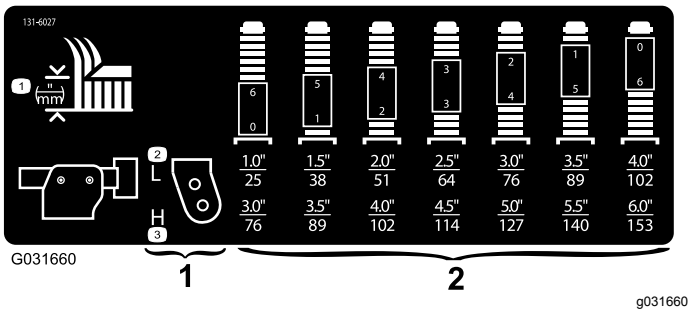

**Figur 33**
3. Placer styrehjulsakslerne i de samme huller i alle styrehjulsgafler; se skemaet (Figur 33) for at bestemme de korrekte huller for indstillingen.
**Bemærk:** Se diagrammet for at bestemme kombinationerne af afstandsklodser til indstillingen (Figur 33).